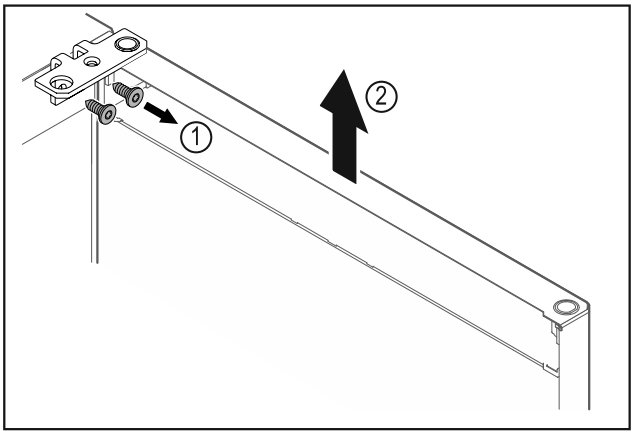

Fig. 9
▶ Desatornillar la escuadra de bisagra *Fig. 9 (1)*.
▶ Levantar la puerta junto con la escuadra de bisagra *Fig. 9 (2)* aproximadamente 200 mm recta hacia arriba y retirar.